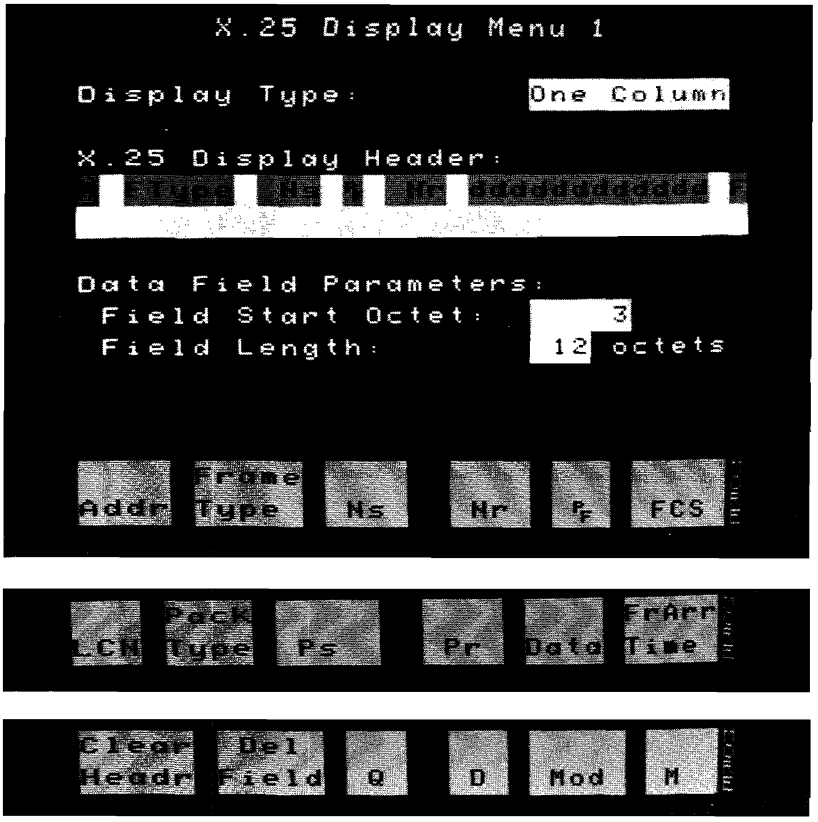

Figure 3-8. X.25 Display Header Selections
b. Define the header information. See figure 3-8. Use softkeys to select fields for header definition. Fields are displayed in half bright video in the header block at cursor position. Spaces between fields must be entered by you (use arrow key) if you desire them. Fields can not extend past end of line. You may overwrite a field by placing the cursor over that field and selecting another field.
The entire header can be cleared using the Clear Header softkey. The fields can be deleted by using the Delete Field softkey. See figure 3-8 for a complete list of the header fields and information.